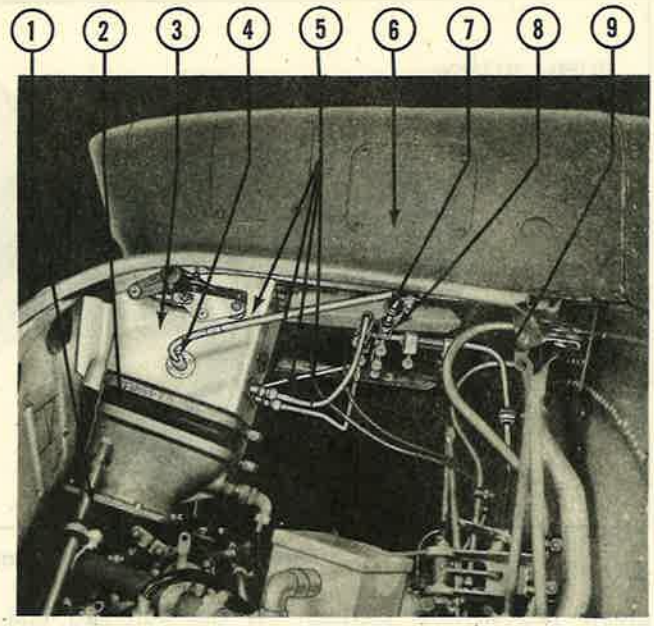

Figure 581—Carburetor Anti-Icer System Manifold and Carburetor Hot Box
(g) MANIFOLD AND DISTRIBUTOR LINES. *(See figure 581.)*
1. DESCRIPTION.—The manifold (8, figure 581) distributes the fluid from the supply line (9, figure 581) to the distributor lines (5, figure 581). It is held by a clamp suspended from the bottom of the air scoop (6, figure 581). The manifold consists of a 4-inch aluminum tapered line. Two shorter aluminum lines extend from either side of the forward and larger end which is welded shut. The manifold has the appearance of a double T.
Five hoses (7, figure 581) join the five open terminals of the manifold. One hose connects the open end to the copper supply line (9, figure 581) and four hoses connect the four side manifold lines to the four copper distributor lines. Each distributor line penetrates a brass nipple screwed into a brass flange (4, figure 581) which is riveted to the hot box (3, figure 581). The flange also encircles the fluid outlet hole through the wall of the hot box. The nipple incorporates a fine hole or nozzle through which the fluid sprays into the hot box. There are four such nozzles and flanges; one on each side of the hot box, and two on the rear. Sprayed into the hot box, the fluid settles through the adapter case (2, figure 581) into the carburetor.